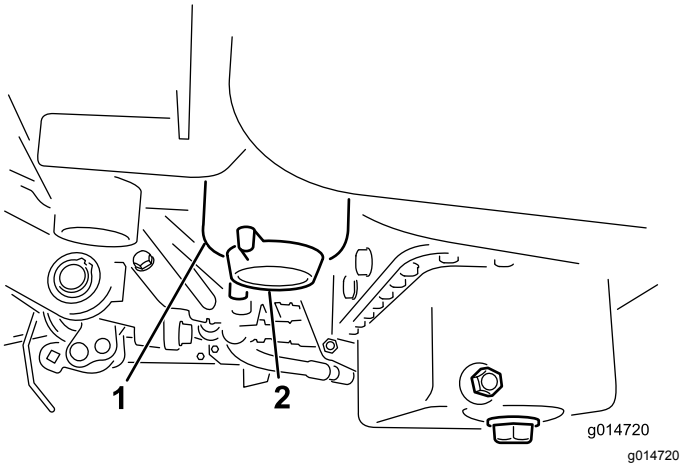

Figur 32
3. Åpne tappepluggen på drivstoffilteret ca. én omdreining, og tapp ut oppsamlet vann (Figur 32).